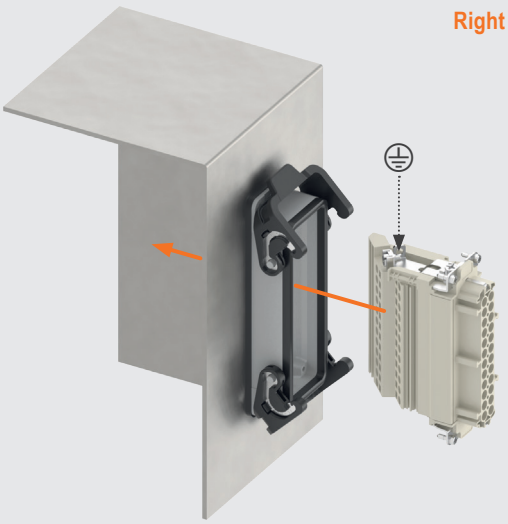

Figure 5
- As an alternative to the traditional terminal blocks, the inserts can be mounted inside the control panels on DIN EN rails (**Figure 5**) using suitable accessories providing the added advantage of easy sectioning.
- The installation of inserts on DIN rails (**Figure 5**) inside the control panels is usually made to facilitate the wiring into sectionable parts. In this case the degree of protection for coupled connectors is IP20 (in accordance with EN 60529). This type of mounting requires supports (**CT APE**) suitable for mounting on DIN EN 60715 rails.
- Furthermore, to ensure a stable and secure mating between the CT and CTSE inserts installed on DIN rails and counterparts CNE, CCE, CSH, CSS mating screws **CRBF** (female) and **CRBM** (male) are recommended, to replace the ordinary fastening screws to the enclosures (**Figure 5**).